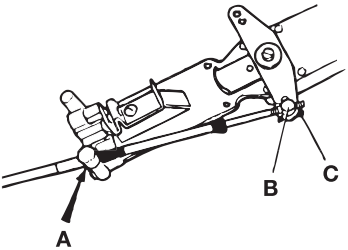

Fig. 9
- Tryck kabeln genom hållaren så att kabelhöljet hakar fast ordentligt i hållaren. (A fig. 9).
- Anslut nippeln till växelarmen (B fig. 9) och säkra med saxpinnen. (C fig. 9)